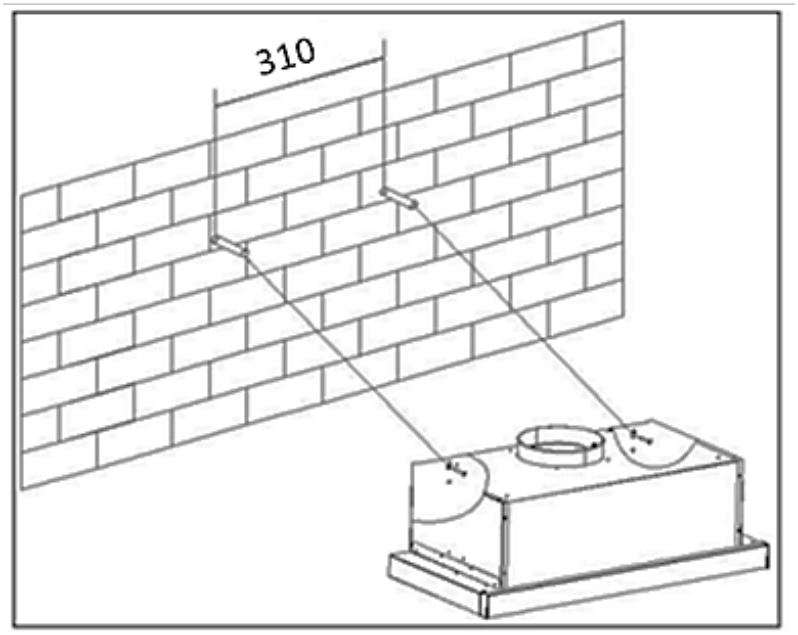

Рис. 6
1. Просверлите 2 отверстия Ø8 мм на расстоянии 310 мм друг от друга в стене, где планируется монтаж вытяжки (рис.6).
2. Закрепите вытяжку на стене с помощью винтов и дюбелей, как показано на рис. 6